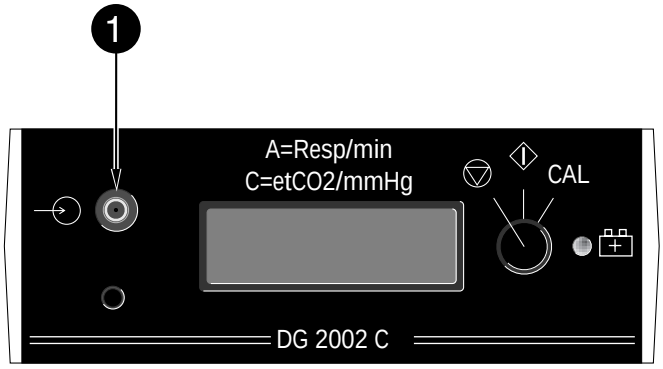

Bild 10.6-2. Anschließen des Filterschlauchs
* Schließen Sie den Filterschlauch mit dem einen Ende (Female-Luer-Lock) am Anschluß **1** an und mit dem anderen Ende (Male-Luer-Lock) am T-Adapter (Bild 10.6-2). Achten Sie auf dichte Verbindungen.